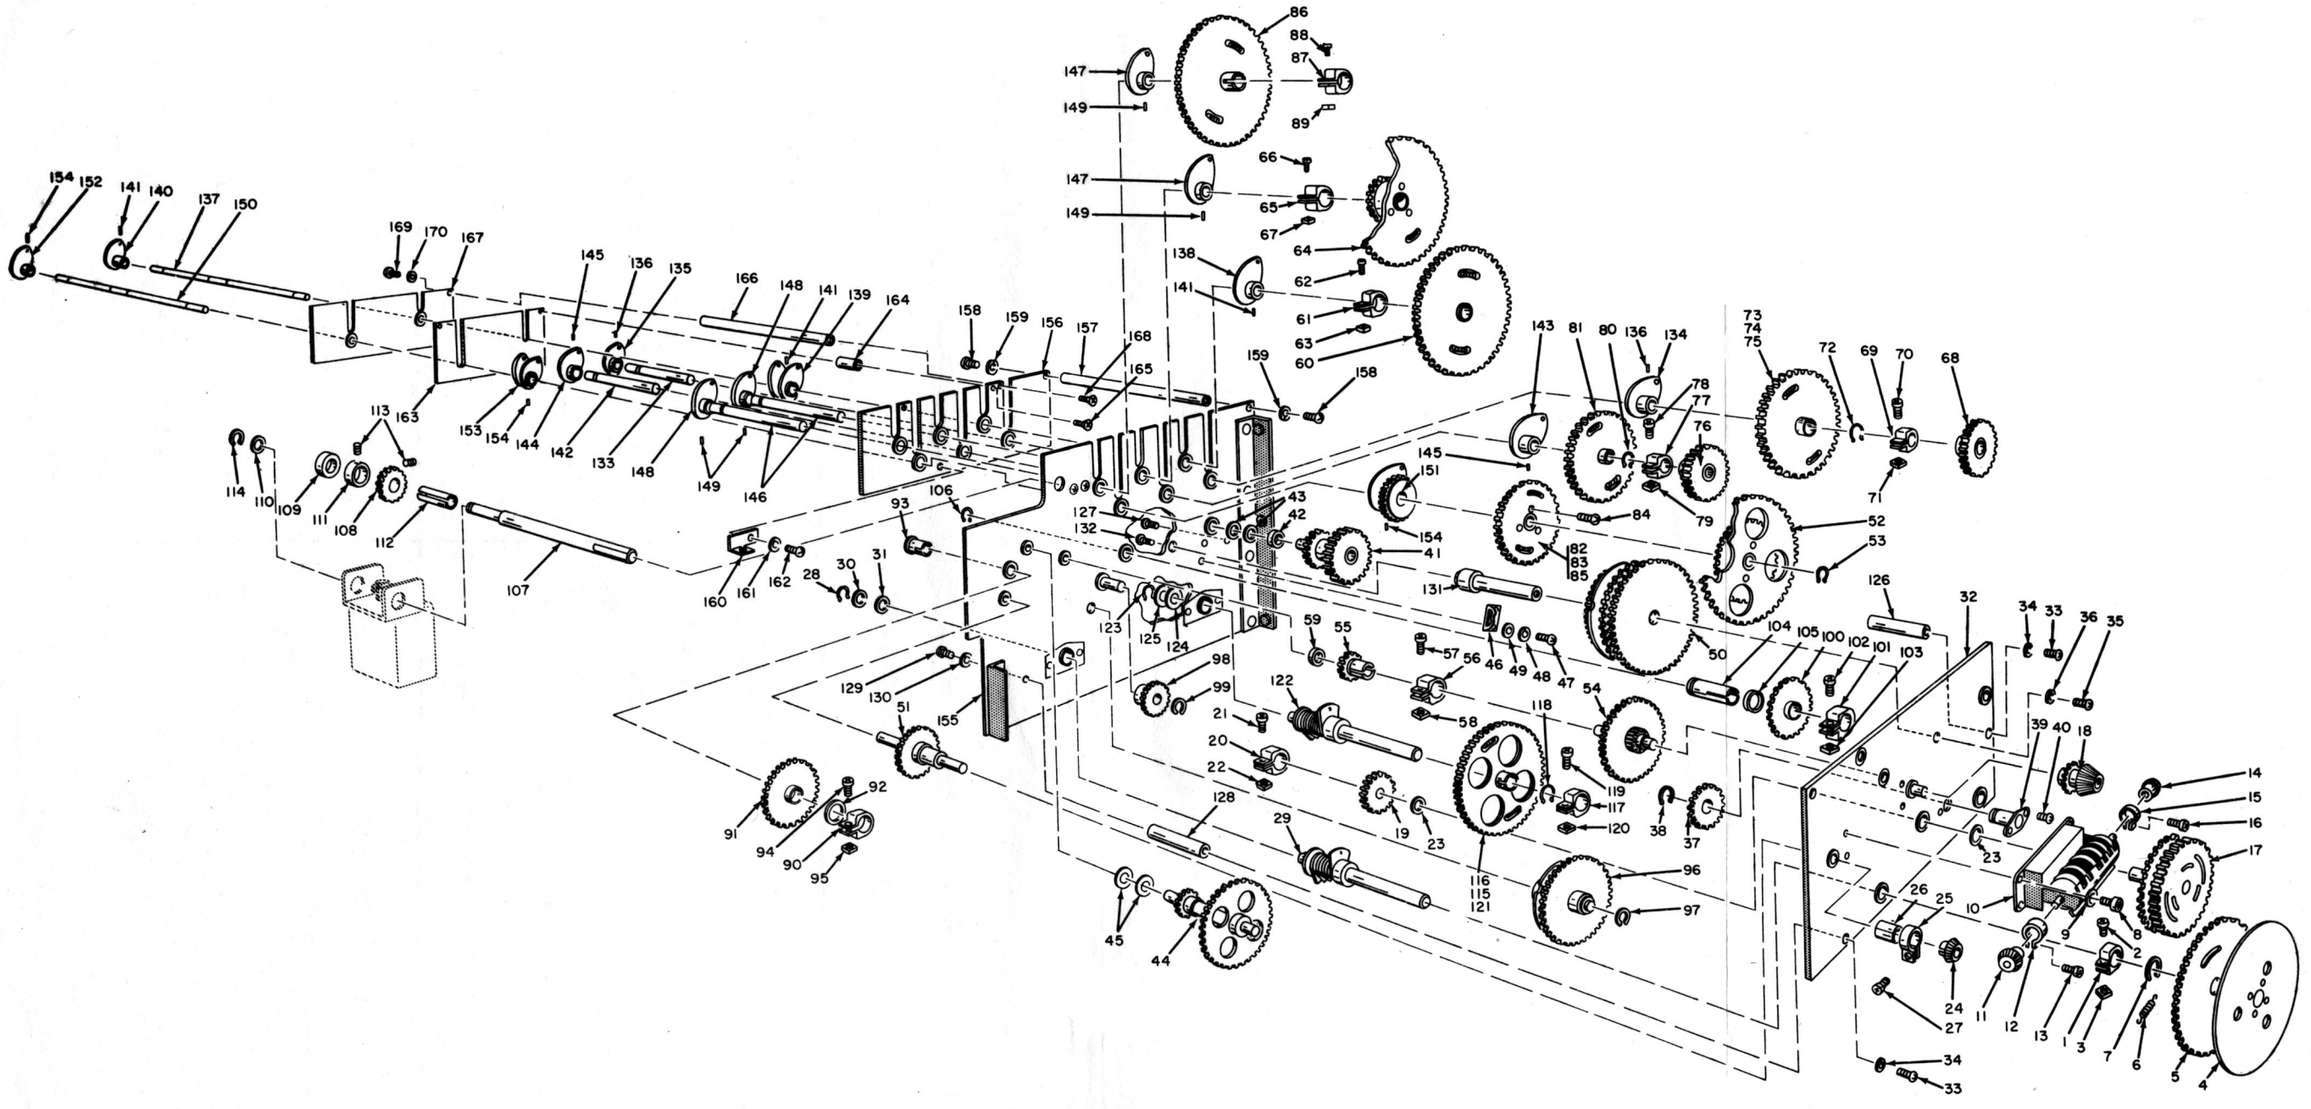

Figure 84. Rf gear train assembly, exploded view.
(fig. 84)
a. General. Under certain circumstances, such as extensive damage, it may be necessary to disassemble and reassemble all or part of the rf gear train assembly. The instructions given in this paragraph should be used as a guide when the method of removal and replacement of parts is not obvious. The numbers used in the instructions refer to those that identify the parts in figure 84. When disassembling the rf gear train assembly, place parts in trays or containers in the order of disassembly. This will simplify reassembly.
(1) Remove the 8 cam racks and 16 tension springs.
(2) Remove the front panel (par. 122).
(3) Remove the rf subchassis (par. 123).
(4) Set the frequency indicator to 07 +000.
(5) Loosen gear clamp (1) by loosening the 4-40 by 9/16-inch socket-head screw (2) and the 4-40 square nut (3).
(6) Remove the riveted locking plate (4) and spur gear (5). To separate 4 and 5, remove the two rack gear springs (6) and the 7/16-inch retaining ring (7).
(7) Remove the four 4-40 by 5/16-inch machine screws (8) and four No. 4 split lock washers (9) to remove the mechanical counter (10).
(8) The bevel gear (11) can be removed by loosening the gear clamp (12) and the 3/56 by ¼-inch socket-head screw (13).
(9) The bevel gear (14) can be removed by loosening the gear clamp (15) and the 3/56 by ¼-inch socket-head screw (16).
(38) Remove the four panel spacing posts (128) by removing eight 8-32 by ⅜-inch machine screws (129) and eight No. 8 split lock washers (130).
(39) Remove the differential shaft (131) by removing the 8-32 by 5/16-inch flat-head machine screw (132).
(40) Remove the .5- to 1-mc camshaft assembly that consists of the camshaft (133), soldered rf cam (134), soldered rf cam (135), and two No. 6/0 taper pins (136). This is done by removing the taper pins (136).
(41) The 1- to 2-mc camshaft assembly consists of the 1- to 2-mc camshaft (137), soldered rf cam (138), 1- to 2-mc soldered rf cam (139), and soldered rf cam (140). Disassemble by removing three No. 6/0 taper pins (141).
(42) The 2- to 4-mc camshaft assembly consisting of camshaft (142), soldered rf cam (143), and soldered rf cam (144) can be disassembled by removing the two No. 6/0 taper pins (145).
(43) The 4- to 8-mc camshaft assembly and the 16- to 32-mc camshaft assembly are identical; each consists of camshafts (146), soldered rf cams (147), and soldered rf cams (148). They can be taken apart by removing the two No. 6/0 taper pins (149) from each.
(44) The 8- to 16-mc camshaft assembly consists of the shaft (150), pressed gear assembly (151), soldered rf cam (152), and soldered rf cam (153). Disassemble by removing three No. 6/0 taper pins (154).
(45) The riveted front gear plate (155) and the pressed cam plate (156) are fastened together by four posts (157), eight 6-32 by 3/8-inch machine screws (158), and eight No. 6 split lock washers (159). In addition, two cam plate brackets (160) are fastened to the pressed cam plate (156) with two 6-32 by 7/16-inch machine screws (161) and two No. 6 split lock washers (162).
(46) The pressed auxiliary cam plate (163) is fastened to the pressed cam plate (156) with four short posts (164) and eight 6-32 by 3/8-inch flat head machine screws (165).
(47) Two long posts (166) separate the pressed rear plate (167) and the riveted front gear plate (155) with two 6-32 by 3/8-inch flat head machine screws (168), two 6-32 by 3/8-inch machine screws (169), and two No. 6 split lock washers (170).
c. Reassembly. Reassemble the rf gear train assembly in the reverse order of disassembly. The reverse order of the index numbers in figure 84 should be used as a guide. During and after reassembly the mechanical and electrical synchronization of the rf gear train assembly must be followed (par. 138). Each step of the disassembly procedure (par. 131*b*) contains an item, or items, removed, and the attaching parts, such as screws, retaining rings, etc. Collect the parts for each step, and reassemble in a systematic manner.